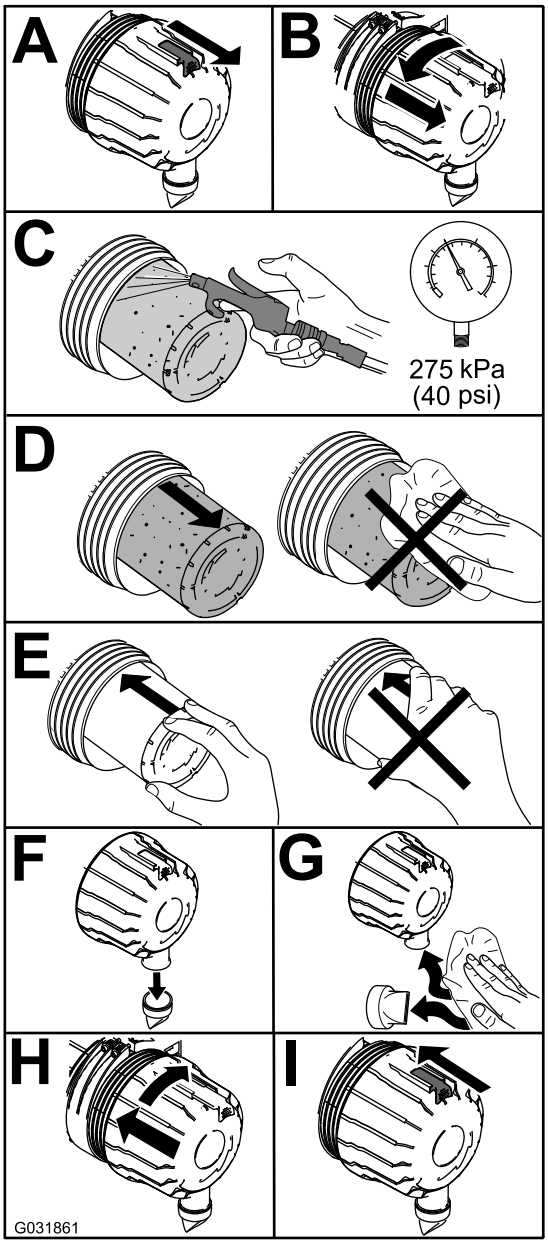

Figur 48
1. Bytt ut hovedelementet i luftrenseren (Figur 48).